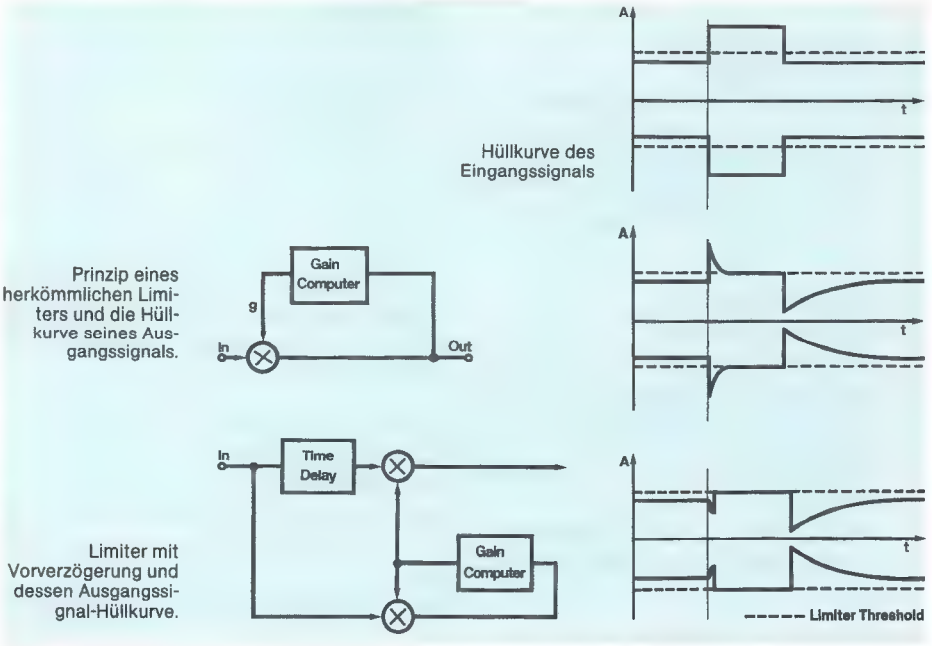

**Bild 1: Prinzip des neuen Störspitzenbegrenzers für AM-Sender (Limiter Threshold = Begrenzerschwelle)** (EMT-Franz-Pressebild)
Es ist seit langem bekannt, daß man durch Anwendung eines Spitzenbegrenzers eine höhere mittlere Aussteuerung und damit eine höhere Reichweite erzielt, da die Pegel-Spitzen, die sehr kurz sind und zum Informationsgehalt praktisch nicht beitragen, von diesen abgeschnitten werden. Übliche Limiter weisen eine Rückwärtsregelung auf. Bei ihnen muß daher eine Übersteuerung am Ausgang auftreten, bevor die Regelung wirksam werden kann. Erste kurzzeitige Einschwingspitzen sind daher unvermeidlich. Man kann natürlich sehr schnelle Regelkreise anwenden, die die Übersteuerungszeit auf so kurze Werte reduzieren, daß sie für den nachfolgenden Sender ungefährlich sind. Dies würde aber zu einem anderen Nachteil führen. Sehr kurze Regelvorgänge werden nämlich vom Ohr als Knackstörungen wahrgenommen. Ihre Einschwingzeiten müssen größer als 300 µsec sein, damit sie unhörbar bleiben. Eine Schaltung, deren Prinzip sich schon im Transienten-Limiter EMT 266 für den FM-Rundfunk bewährt hat, löst dieses Problem nun auch für AM-Sender **(Bild 1)**.
**Die Eigenschaften koaxialer Kabel werden von einer Reihe von Einzel-Parametern bestimmt. Um sie zu messen, gibt es vielerlei Verfahren, die oft nicht sofort durchschaut werden können. Die Autoren zeigen hier, wie man mit relativ geringem Aufwand derartige Messungen durchführen kann. Entwickelt wurde dieses Verfahren an einer Schule, um auch den Auszubildenden die komplizierten Vorgänge auf ein überschaubares Niveau zu übertragen. Dazu wurde ein Labormodell geschaffen, an dem alle notwendigen Untersuchungen durchgeführt werden können. (Bild 1 + 2).**